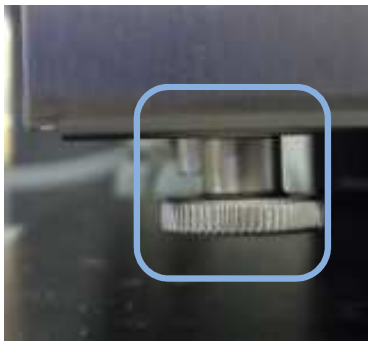

Bild 2
3. Lösen Sie die Schraube hinten links am Gerät (Bild 2).